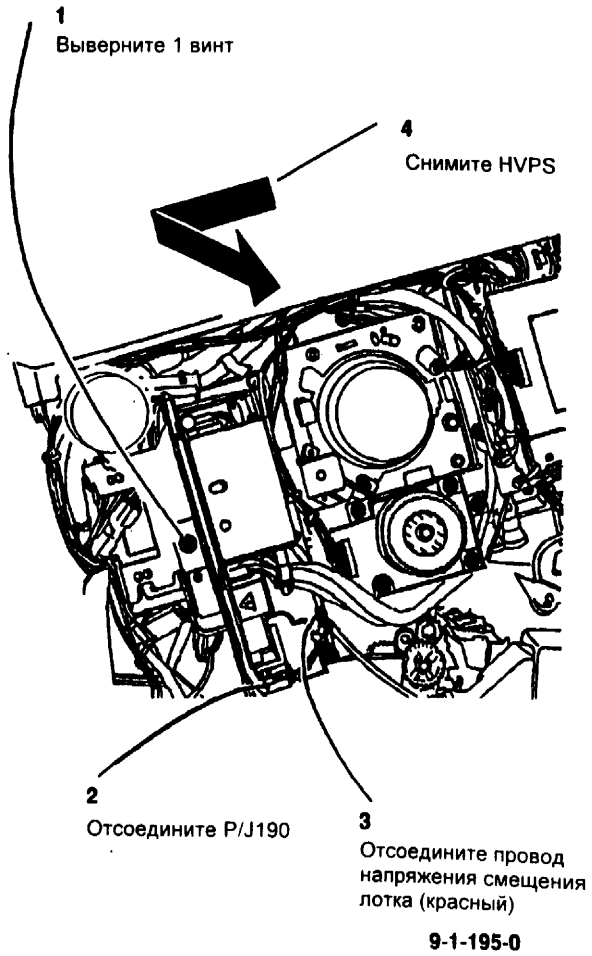

Рис. 3 Снимите HVPS
8. (Рис. 3) Снимите HVPS (источник питания высокого напряжения).
3. (Обратитесь к Рис. 3) Подсоедините PJ190 и провод напряжения смещения лотка (красный).